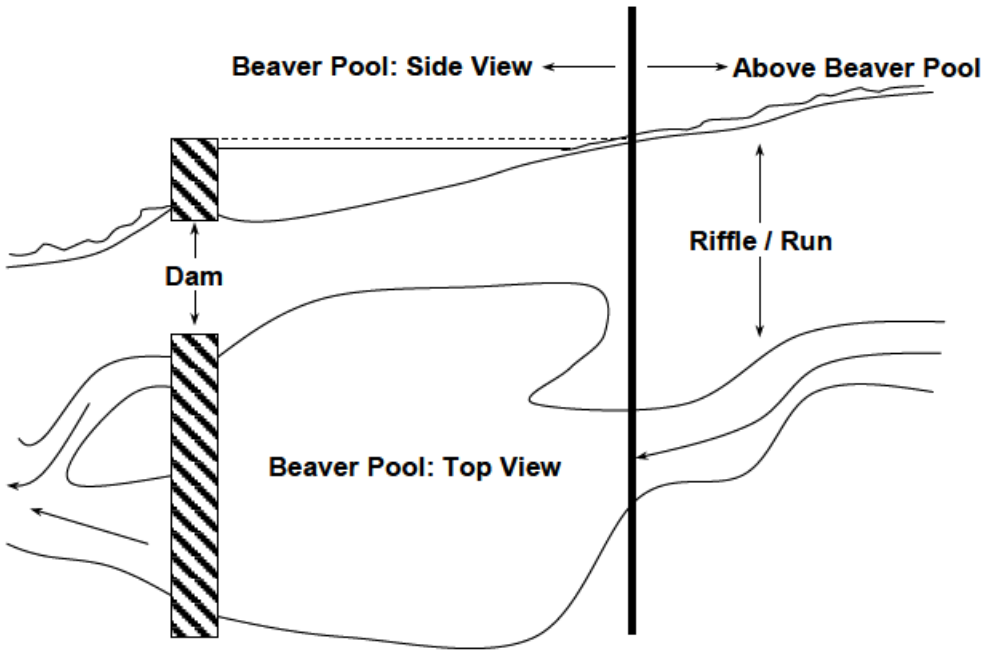

Figure 28—Top and side view of a beaver pool and how to determine the upstream boundary.
- Determine the upstream boundary of beaver pools using the following criteria (fig. 28):